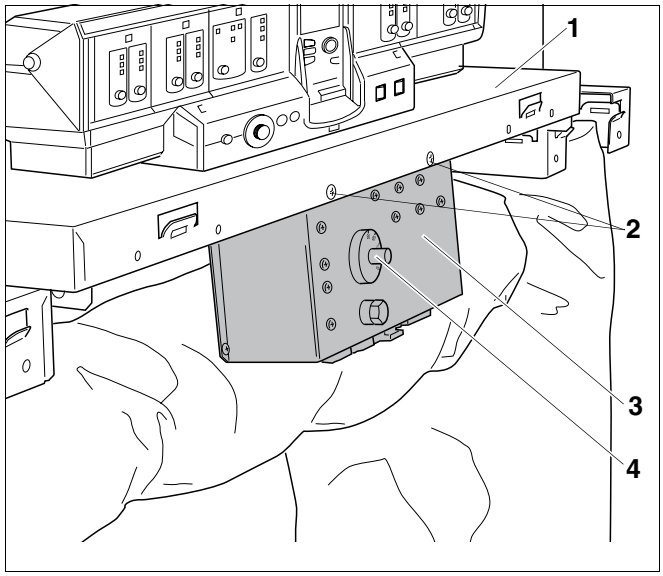

Рис. 63 Дополнительный регулятор HT 3101
- Закрепить дополнительный регулятор HT 3101 (рис. 63, **поз. 3**) спереди на передней крышке котла (рис. 63, **поз. 1**) двумя винтами с плоскими головками 3,9 x 9,5 (рис. 63, **поз. 2**).
- Установить нужную температуру на регуляторе температуры (рис. 63, **поз. 4**).